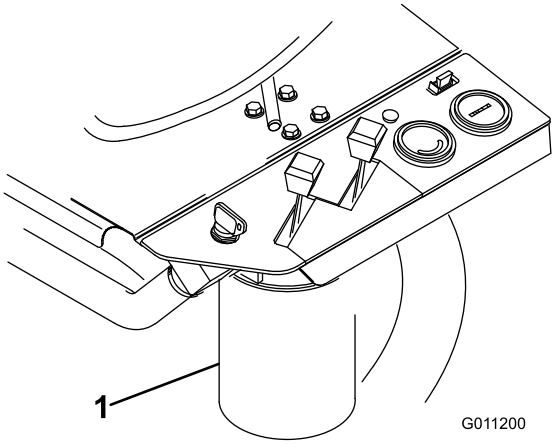

Figur 51
2. Rengör runt området där filtret monteras (Figur 51). Ställ ett avtappningskärl under filtret och ta bort filtret.